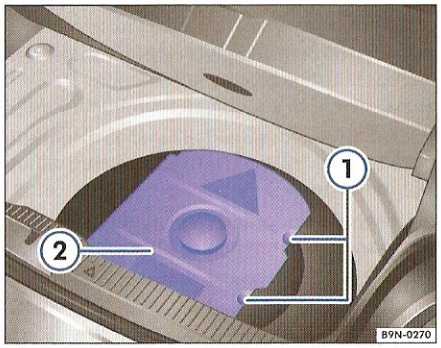
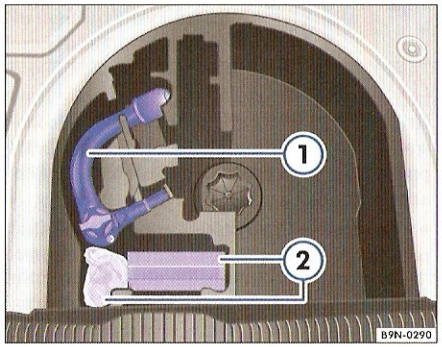

Fig. 23 În portbagaj sub mochetă: Roata de rezervă și rezervorul ②.
Fig. 24 În suportul din polistiren: Cupla sferică demontabilă ① și setul pentru repararea penelor ②
Ridicați mocheta. Apăsați, la autovehiculele cu o roată de rezervă și culpă sferică demontabilă, cele două cureluşe cu arc ⇒ fig. 23 ① în exterior, pentru a deschide recipientul ②. La autovehiculele cu set pentru repararea pneurilor ⇒ fig. 24 după ridicarea mochetei aveți acces la trusa de scule.
Cupla sferică demontabilă[15] ⇒ fig. 24 ① și setul pentru repararea pneurilor ② se găsesc în suportul din polistiren.
- Ridicați mocheta ⇒ pagina 78, fig. 23".
- Apăsați cele două eclise cu arc ⇒ pagina 78, fig. 23" în exterior, pentru a deschide recipientul cu trusa de scule.